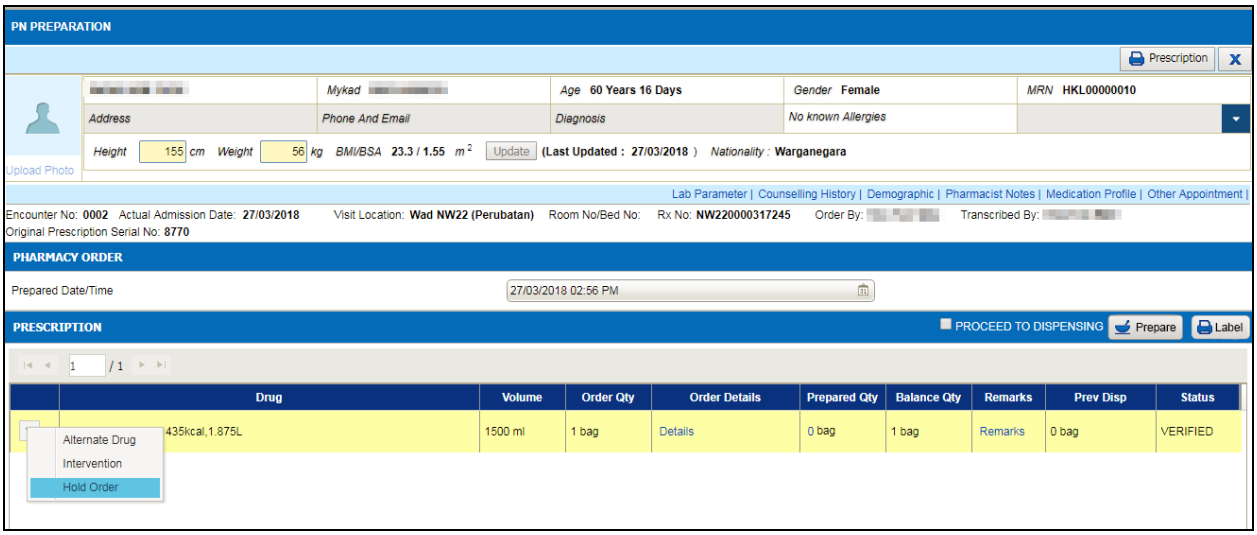

Figure 4.9-1 PN Preparation
- *Click on the button to select **Hold Order** and **Hold Order** screen will be appeared as per Figure 4.9-1.*